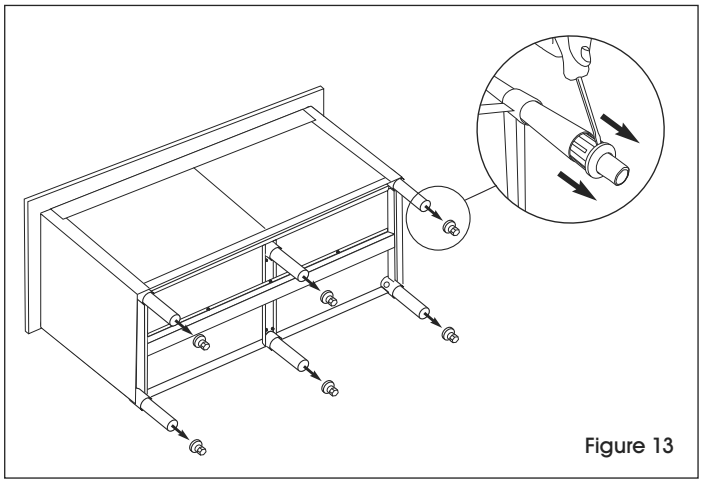

Figure 13
1. Flip the cabinet onto its back on a smooth, non-marring surface. Place flat head screwdriver in between leg and foot. Gently tap end of flat head screwdriver with a rubber mallet to remove adjustable feet from tube legs. (See Figure 13)